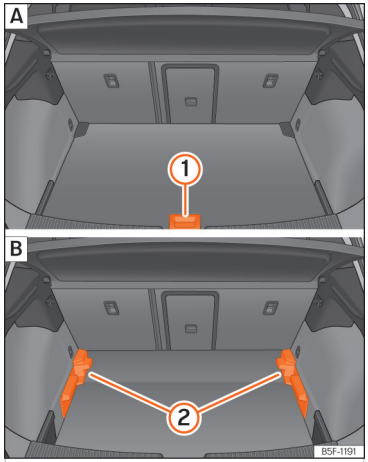

**Fig. 183** Variable luggage compartment floor: A raised position; B lowered position.
- To move from the low position to the high position, lift the floor using the handle ››› Fig. 183 (1), and pull it back until the front of the floor has fully passed the supports (2).
- Move the floor forward over the supports as far as the rear seat backrest and then lower the floor with the handle (1).
- To move from the high position to the low position, lift the floor using the handle ››› Fig. 183 (1), and pull it back until the front of the floor has fully passed the supports (2).
- Now let the front part fall to the floor and slide the floor forwards as far as the rear seat backrest; lower the floor at the same time with the handle (1).
- Lift the variable floor in the high position using handle ››› Fig. 183 (1), pull it up and push it towards the backrest of the rear seats until it folds along the hinge line and the movable part of the floor is resting on itself.